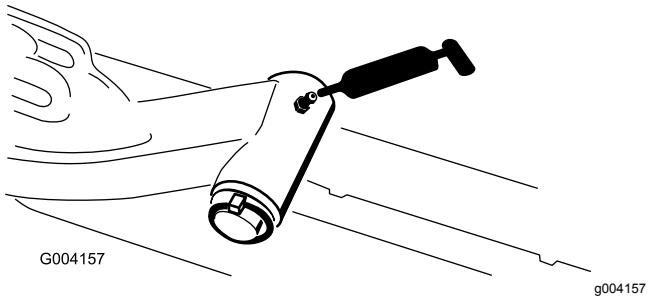

Figur 66
- Løftearmsdreietappaksel (1 hver) (Figur 66)